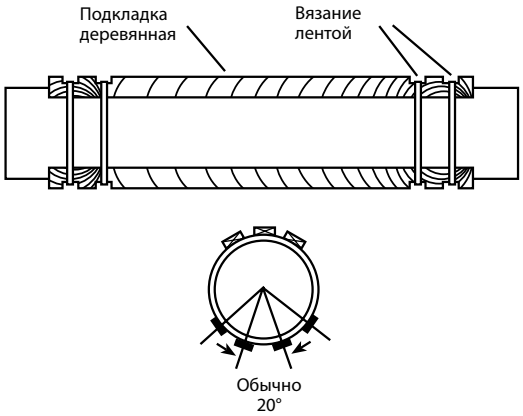

Рисунок 5-6. Размещение дистанционных деревянных брусьев
2. Для облегчения вставки и для защиты от повреждения при скольжении трубы оснащаются пластмассовыми распорками, стальными втулками или деревянными колодками **(как показано на Рис. 5-6 и 5-7**).Они должны обеспечить достаточное расстояние для зазора между муфтовыми соединениями и стенками кожуха.